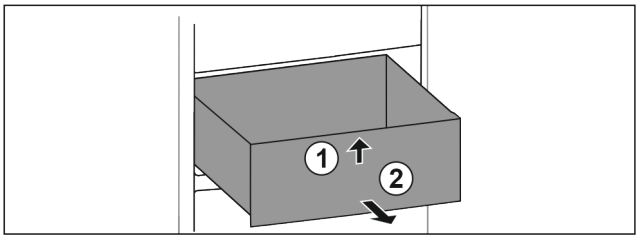

Fig. 32
▶ Ridicați sertarul în față. *Fig. 32 (1)*
▶ Extrageți sertarul spre înainte. *Fig. 32 (2)*